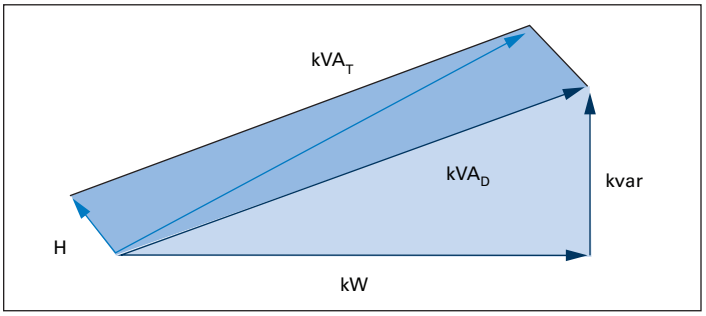

Figure 46. 3-D power triangle including harmonic distortion
5. High harmonic currents will result in lower power factor measurements. Depending upon the method of calculation that the utility uses, the total power factor, TPF, (including harmonics) or displacement power factor, DPF, (fundamental voltage and current only) can result in a power factor charge on your bill. **Figure 46** shows the difference in kVA on a 3-dimensional plot including harmonics. In the figure, kVA_D is the total apparent power at 60 Hz only and kVA_T is the total kVA including harmonics (H), which adds a third dimension to the power triangle. Because power factor is calculated by dividing the kW by kVA, DPF (60 Hz only) is always higher than TPF if harmonics are present.